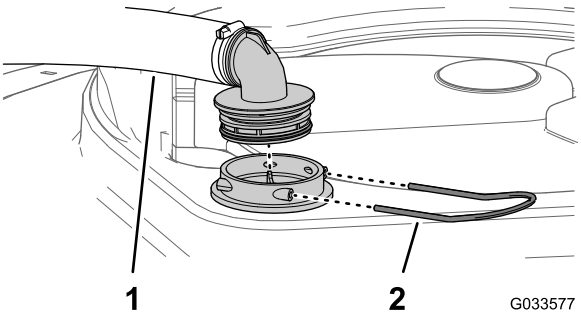

**Bild 112**
2. Nehmen Sie oben am Sprühbehälter den Halter ab, mit dem das Schlauchanschlussstück befestigt ist, das am dicken Schlauch und dem Filtergehäuse angeschlossen ist (Bild 112).
3. Nehmen Sie den Schlauch und das Schlauchanschlussstück vom Filtergehäuse ab (Bild 112).